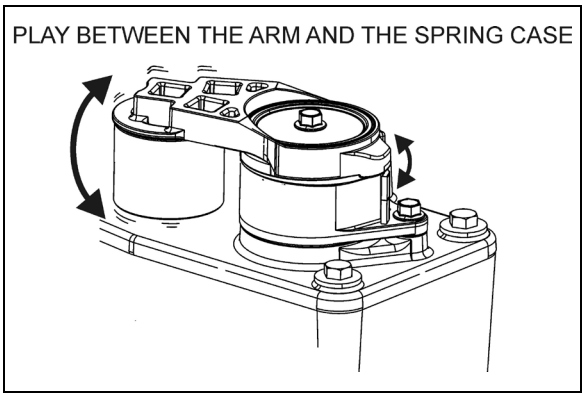

FIGURE 23: CHECKING BUSHING WEAR
2. Pry the automatic belt tensioner arm and check for a play between the arm and the spring case (**FIGURE 23**).